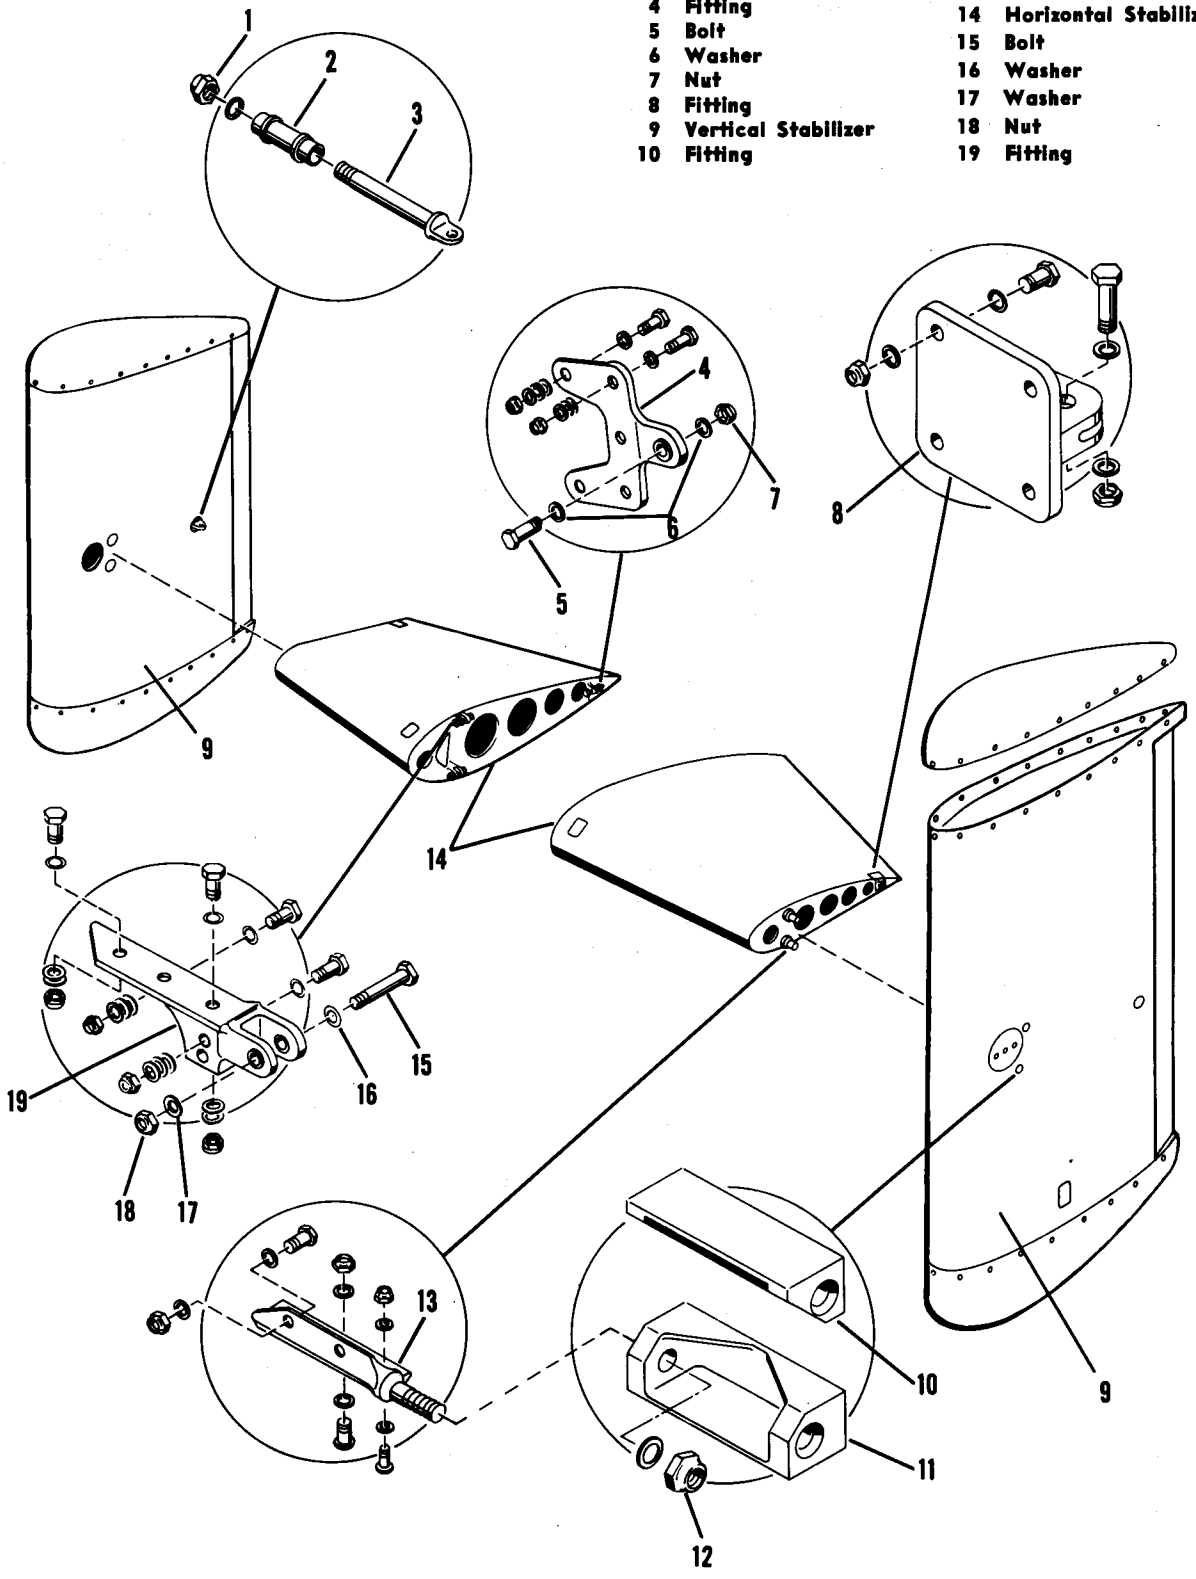

Figure 2-36. Tail Assembly
2-212. GENERAL. (See figure 2-36.) The fiber glass covered tail is considered an integral part of the fuselage structure and is attached permanently to the aft end of the fuselage. Removable cowling is provided at the top of the fuselage tail section for access to the transmission and rotor controls located there. The horizontal stabilizer is composed of two sections which are attached to each side of the fuselage structure at two
2-214. DESCRIPTION. (See figure 2-36.) The vertical fins, attached to the outboard ends of the horizontal stabilizer, provide improved directional and lateral stability. The fins are of light alloy, riveted construction with Fiberglas fairings at the top and bottom. For dimensions and areas, see Section I. Right and left fin assemblies are interchangeable.
2-215. REMOVAL. (See figure 2-36.)
2-216. INSTALLATION. (See figure 2-36.) To install the fin, reverse the removal procedure with the following precautions:
2-218. DESCRIPTION. (See figure 2-36.) The horizontal stabilizer projects from either side of the top of the fuselage just forward of the tail cone assembly. The horizontal stabilizer consists of two units, the stabilizer stub, which is an integral part of the fuselage, and the removable stabilizer which is a riveted light alloy structure. The stabilizer provides additional longitudinal stability when in forward flight. For dimensions and areas, see Section I. The right and left stabilizers are interchangeable.
2-219. REMOVAL. (See figure 2-36.)
a. Remove nuts (18), washers (16 and 17), and bolts (15) from the fitting (19).
b. Remove nut (7), washers (6) and bolt (5).
2-220. INSTALLATION. (See figure 2-36.) To install the stabilizer, reverse the removal procedure. Torque the two nuts (18) to 270–300 pound-inches and the nut (7) to 45–50 pound-inches.